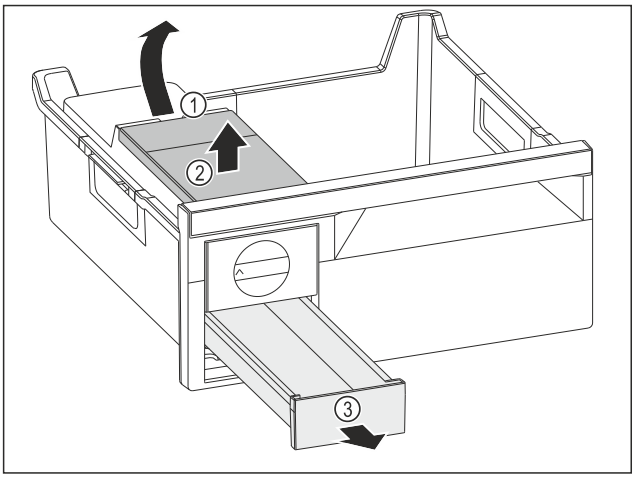

Fig. 109
▶ Removing the water tank: Lift the water tank by the recess *Fig. 109 (1)*.
▶ Remove the water tank *Fig. 109 (2)* upwards.
▶ Remove the ice cube drawer *Fig. 109 (3)* to the front.